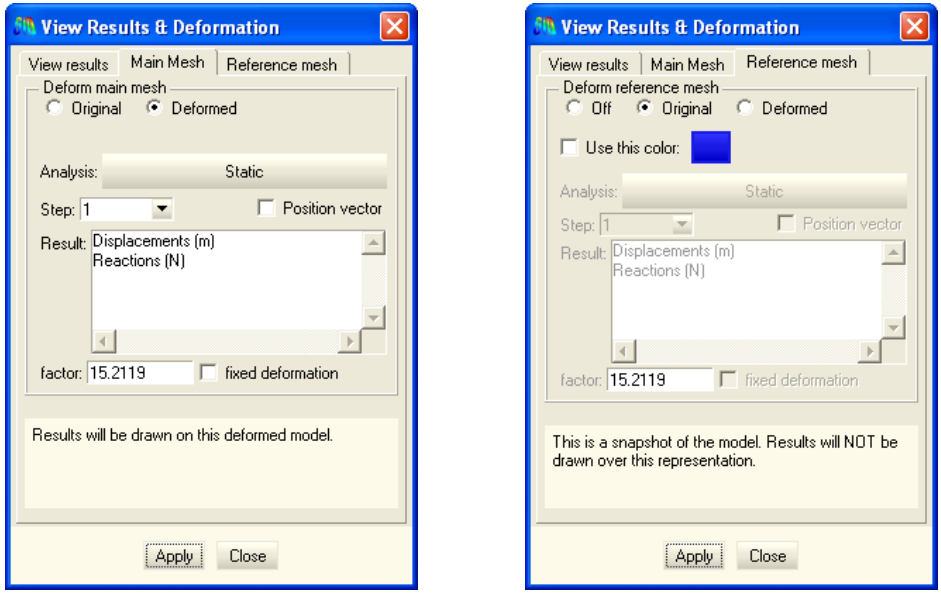

*Figure 46. The **View Results & Deformation** window*
1. Choose **Windows→View results**. The **View Results & Deformation** window appears (Figure 46).